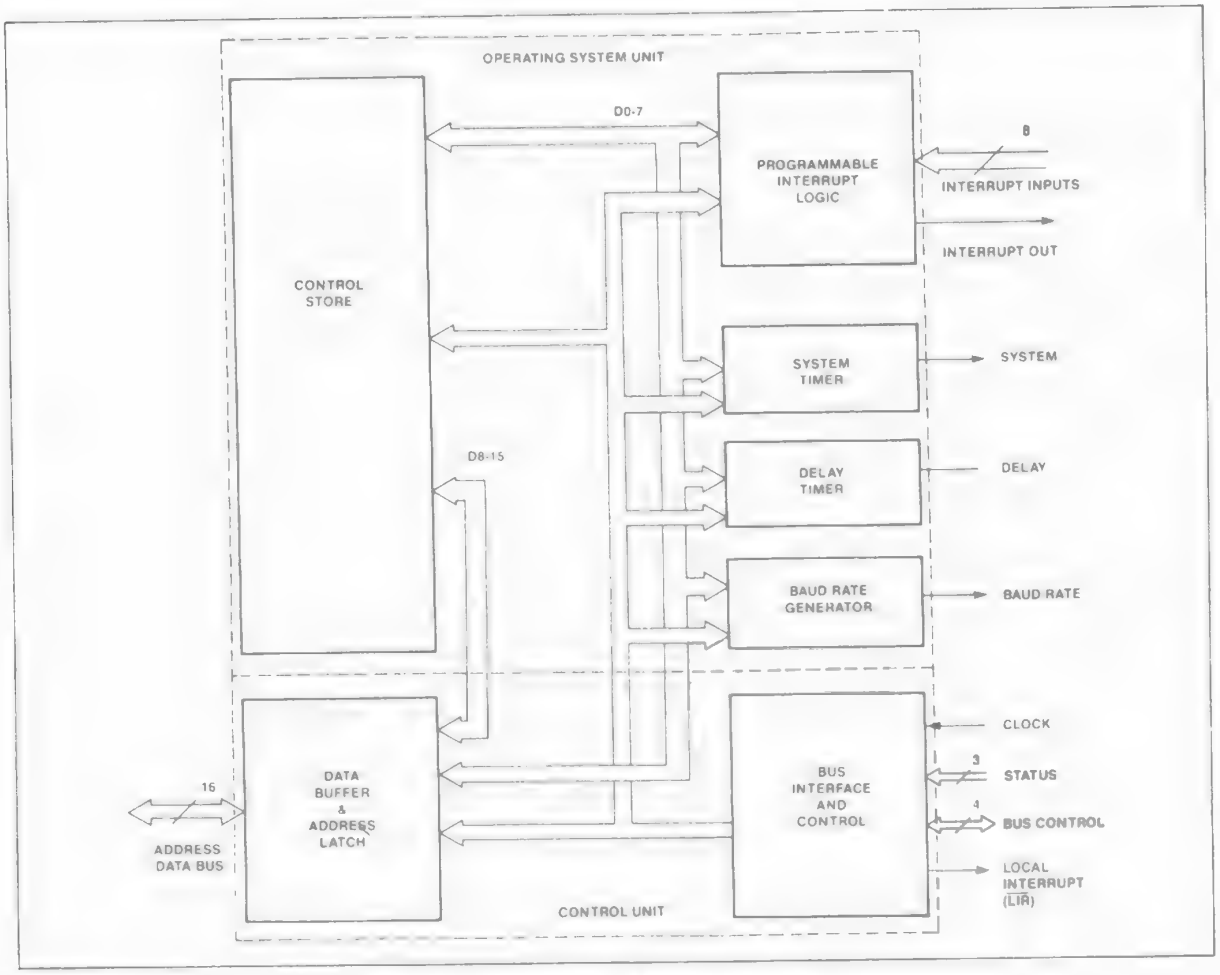

Figure 3. 80150 Internal Block Diagram
A. Hardware. Figure 3 is a functional diagram of the 80150 itself. CP/M-86 is stored in the 16K-bytes of control store. The timers are compatible with the standard 8254 timer. The interrupt controller, with its eight programmable interrupt inputs and one interrupt output, is compatible with the 8259A Programmable Interrupt Controller. External slave 8259A inter-